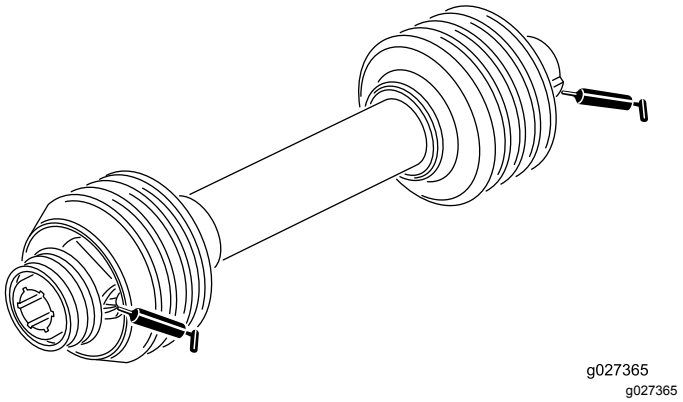

Figuur 10
2. Smeer de nippels van de aslagers van de ventilator zoals weergegeven in Figuur 10 met nr. 2 smeervet op lithiumbasis.
Smeer de 2 nippels van de aandrijfas zoals weergegeven in Figuur 10 met nr. 2 smeervet op lithiumbasis.